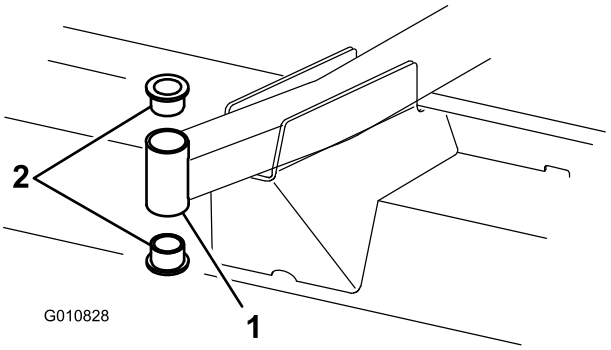

Figur 21
4. Skjut in ett pinndorn i monteringsrörets övre eller nedre del och skjut ut bussningen ur röret (Figur 21). Skjut också ut den andra bussningen ur röret.